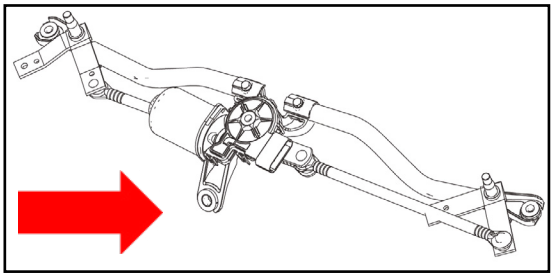

fig. 9e
f. Remove wiper motor assembly, LH mounting screw. Torque - 25 Nm (fig.9e) - there are 2 zipties and 1 bolt underneath the flip up